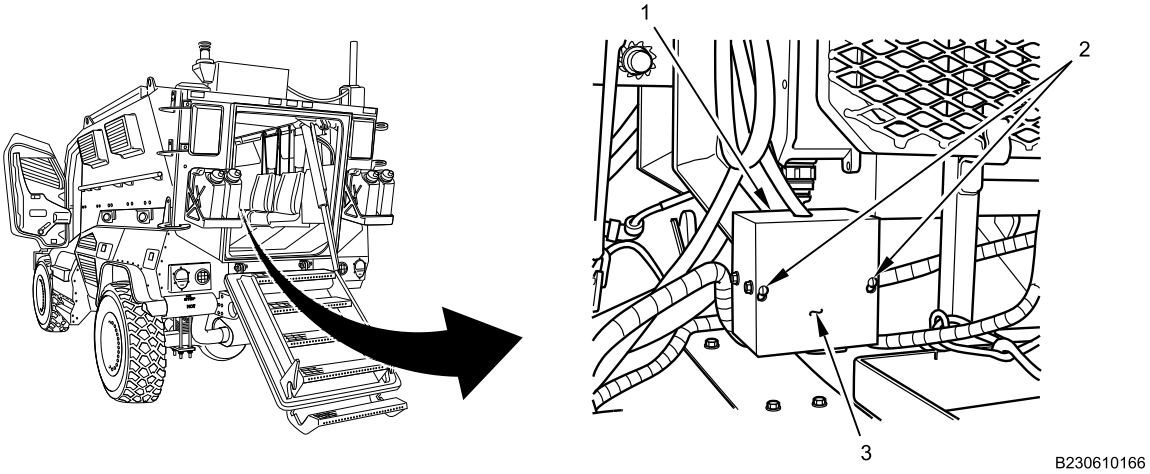

Figure 6. Turret Power Feed Box Cover.
2. Install turret power feed box cover (Figure 6, Item 3) on turret power feed box (Figure 6, Item 1) with two screws (Figure 6, Item 2). Tighten screws securely.